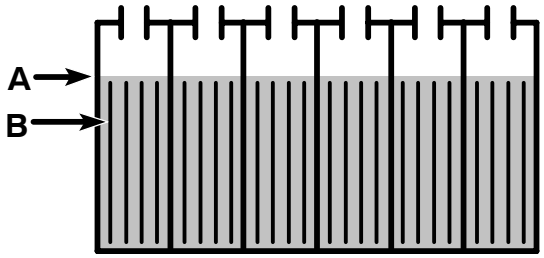

FIG. 22
3. Before charging the batteries, periodically check the electrolyte level in each battery cell (Figure 22).
The electrolyte level (A) should slightly cover the battery plates (B). Add distilled water as needed. DO NOT OVERFILL, the fluid may expand and overflow while charging. Replace cell caps before charging (Figure 22).